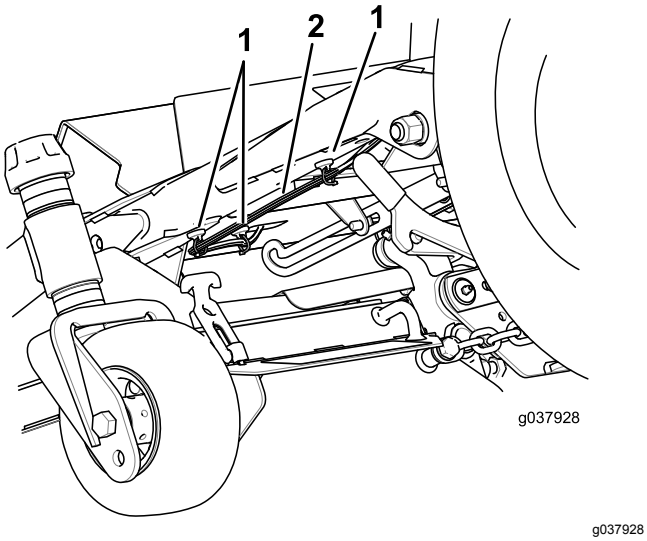

Rysunek 16
4. Do zamocowania wiązki przewodów użyj uchwytów magnetycznych pokazanych na Rysunek 16.